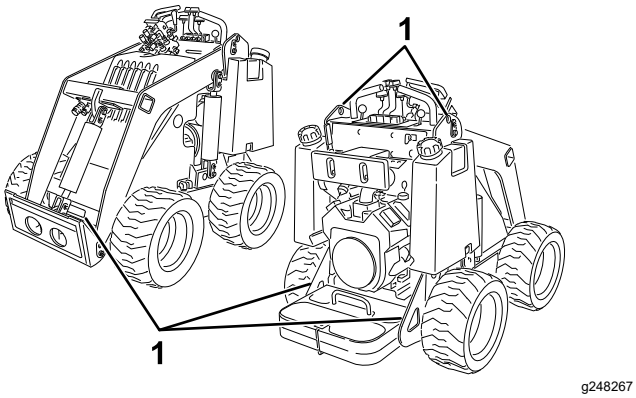

Figuur 15
8. Gebruik de metalen bindogen op de machine om de machine goed vast te maken aan de aanhanger of vrachtwagen. Gebruik hiervoor banden, kettingen, kabels of touwen (Figuur 15). Raadpleeg de lokale voorschriften inzake het vastbinden van de machine.
U kunt de machine tillen met behulp van de bindogen als hefpunten; zie Figuur 15.